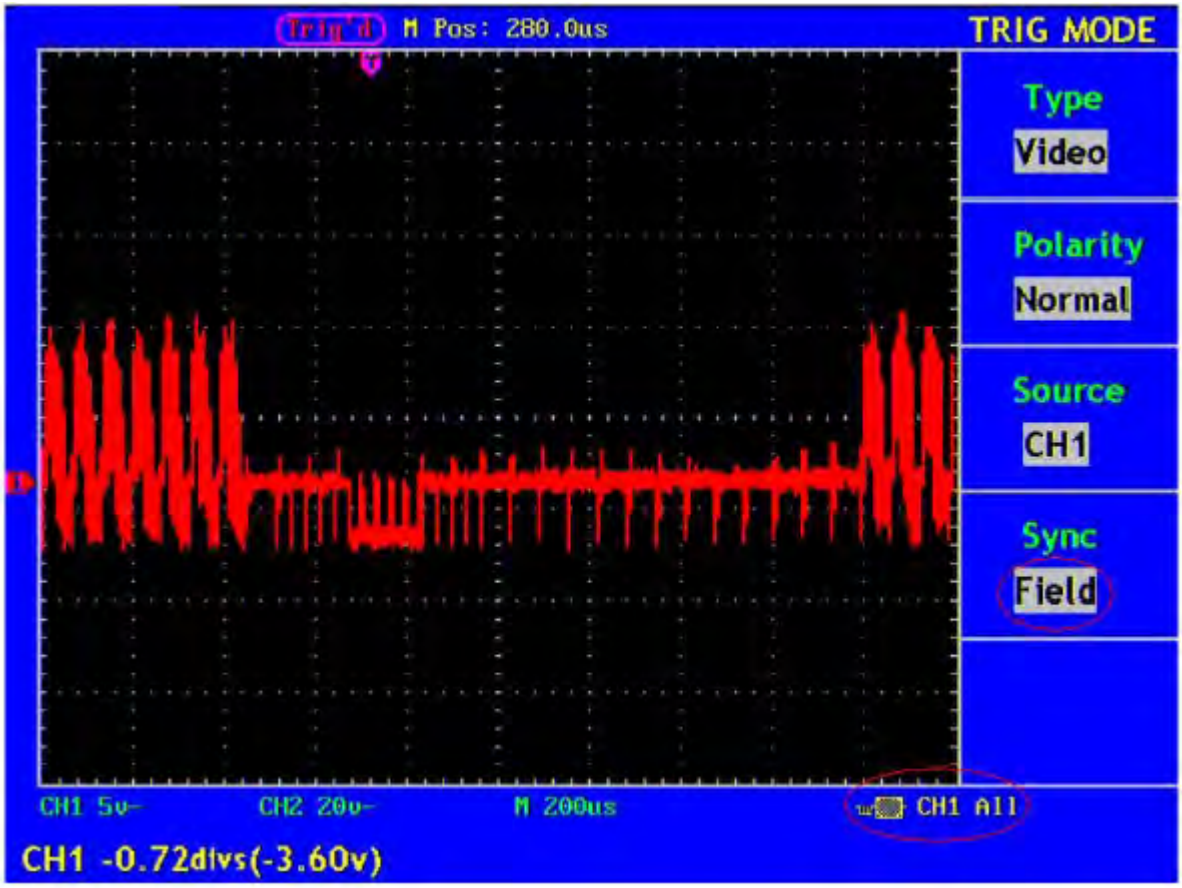

Fig. 60 Wave Form Obtained from Video Field Trigger
6. Adjust the **VOLTS/DIV, VERTICAL POSITION and SEC/DIV** knobs to obtain a proper wave form display (see Fig. 60).